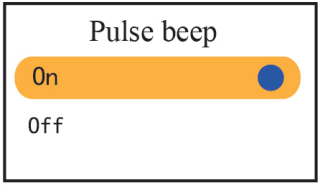

Figura 4.10C Impostazione del segnale acustico delle pulsazioni
- Pulse beep: Per attivare/disattivare il segnale acustico delle pulsazioni; l'impostazione predefinita è "On", come mostrato nella figura 4.10C. Se l'audio del dispositivo viene disattivato tenendo premuto il tasto "  ", e il segnale acustico delle pulsazioni è impostato su "On" nelle opzioni, se non si verifica alcuna condizione di superamento dei limiti durante la misurazione della SpO_2 è possibile udire il segnale acustico delle pulsazioni.
- Language: Il presente pulsossimetro supporta la visualizzazione in due lingue: Inglese e Cinese semplificato; l'impostazione predefinita è "English", come mostrato nella figura 4.10C.